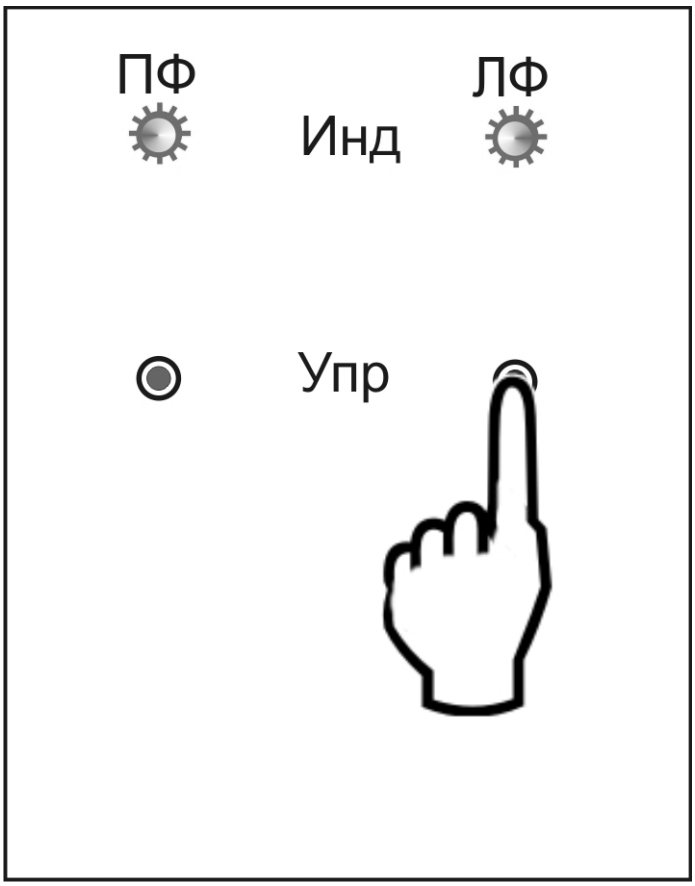

Рис. 11.1
11.3.2 Оператору у БПУ выбрать режим обучения, руководствуясь пояснениями п. 11.5 и включить выбранный режим. Для этого нажать (см. рис. 11.1) и удерживать соответствующую кнопку «Упр…» до 1-го (ДООБУЧЕНИЕ) или 2-го (ПЕРЕОБУЧЕНИЕ) включения индикатора и отпустить кнопку, дождаться когда соответствующий выбранному флангу индикатор перестанет светиться и подать команду первому оператору на движение в направлении проводов ЧЭ.